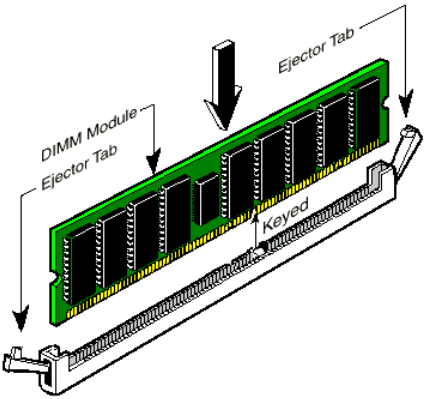

Figure 2-5. DDR DIMM module installation
Step 5. Insert the DDR DIMM module into the expansion socket as shown in the illustration. Note how the module is keyed to the socket. You can refer to Figure 2-5 for the details. ***This insures the DDR DIMM module will be plugged into the socket in one way only***. Firmly press the DDR DIMM module into DDR DIMM socket, making certain the module is completely seated in the DDR DIMM socket.